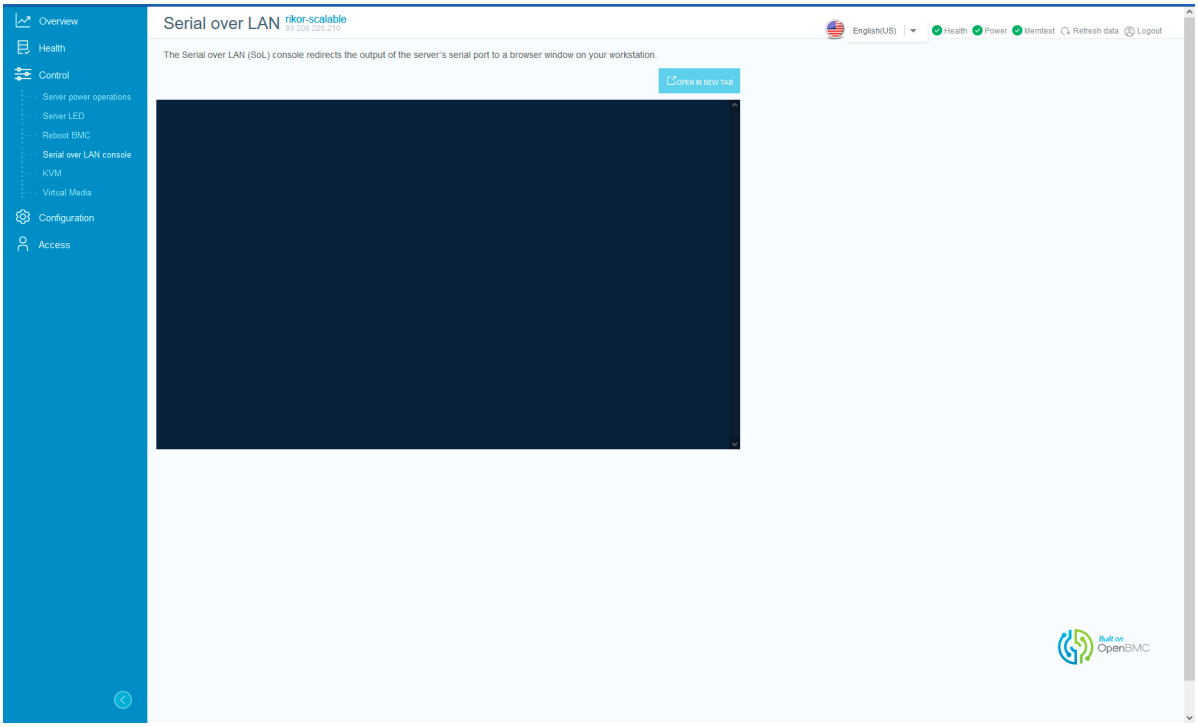

Рис. 85. Окно «Serial over LAN»
5) Пройдите во вкладку «Control» → «Serial over LAN» в данной вкладке осуществляется перенаправление выходных данных последовательного порта сервера в окно браузера вашей рабочей станции. Окно показано на рис. 85 Окно «Serial over LAN»